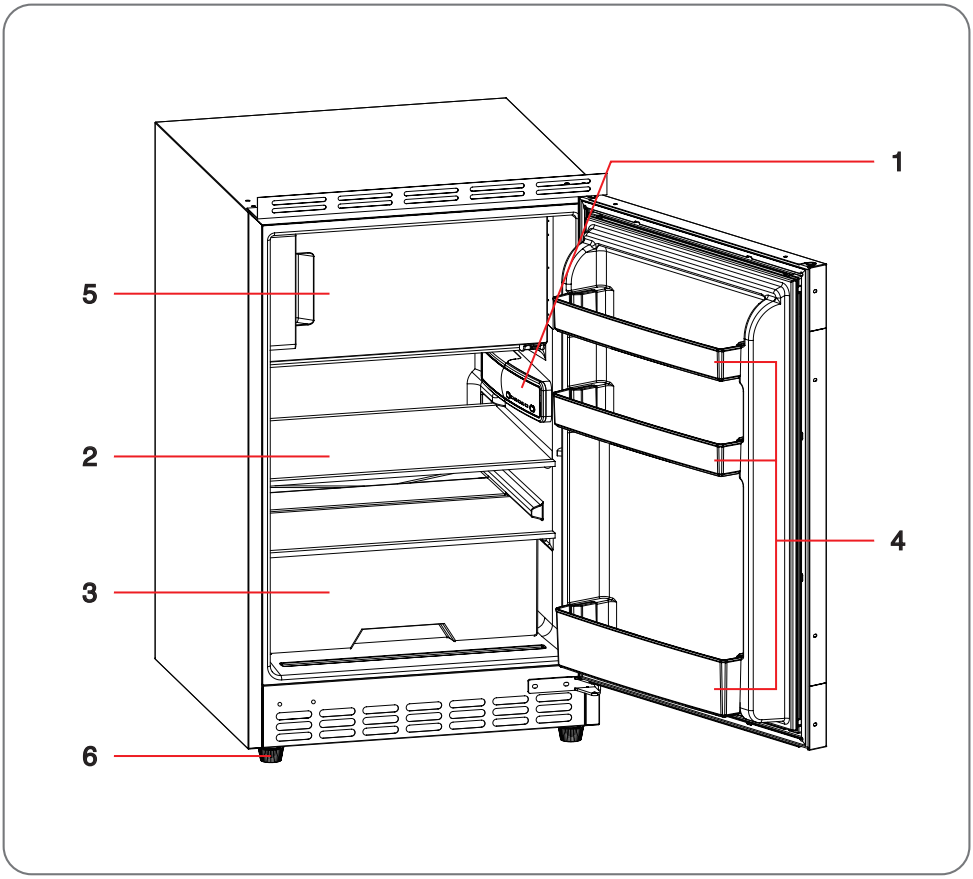

Abb. 4.1
- Das Bedienfeld für die Temperaturregelung befindet sich im mittleren Bereich im Inneren des Geräts (1, Abb.4.1).
- Zum Einschalten des Geräts halten Sie die Taste „Power" (A) 3 Sekunden lang gedrückt. Die Anzeige leuchtet auf, wenn das Gerät eingeschaltet ist.
- Drücken Sie die Taste „Adjust" (B), um die Temperatur im Innenraum einzustellen, und wählen Sie die Einstellung von „1" bis „5" (C).